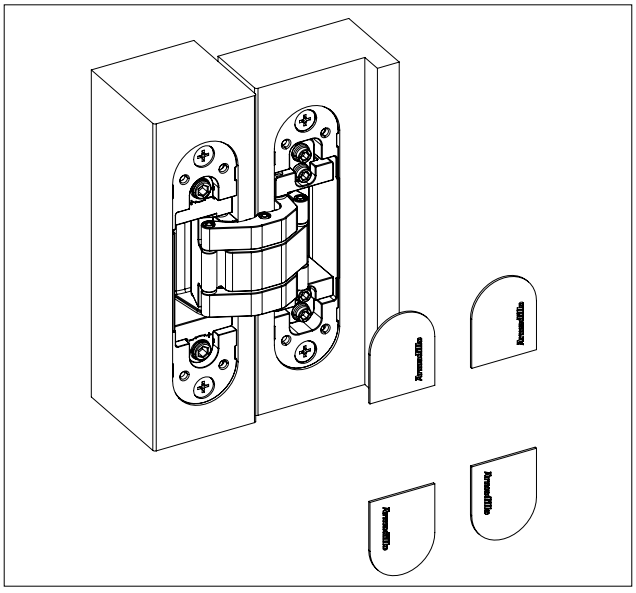

Рис. 6 — Установка декоративных накладок
3. Установить декоративные накладки (см. рис. 6).